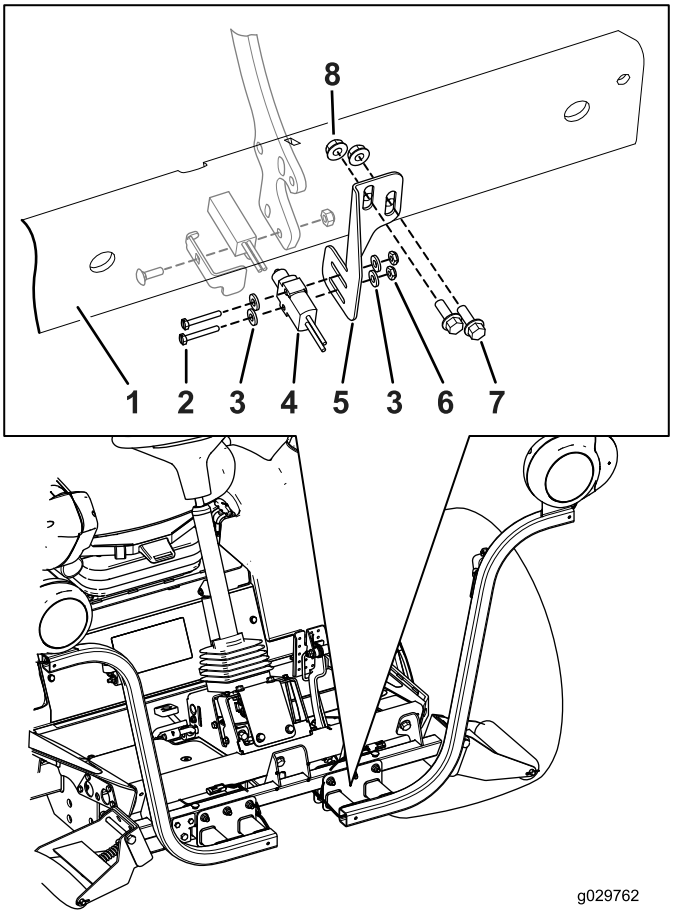

Bild 21
Hinweis: Sie müssen die Bremsensensorhalterung nach oben oder unten bewegen, um den Bremsensensor mit der Bremsensensorplatte auszufluchten (Bild 21).
4. Befestigen Sie den Bremsensensor mit den zwei geschlitzten Schrauben (Nr. 6 x 1"), zwei Scheiben und zwei Bundmuttern an der Bremsensensorhalterung (Bild 21).